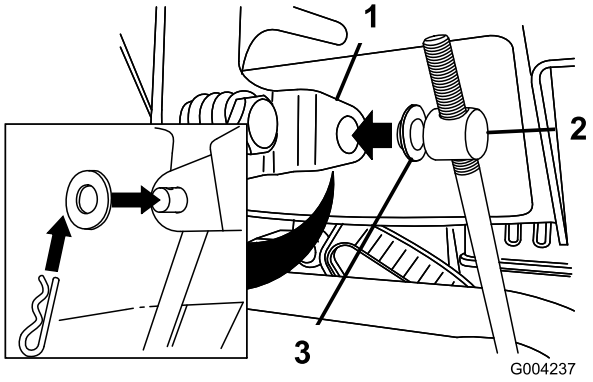

Figur 6
3. Fjern hårnålssplinten og den ytterste skiven fra vuggetappen på den øvre enden av hastighetskontrollstaget (Figur 6).
Merk: Du kan la den flate skiven bli på vuggetappen for å gjøre installeringen litt enklere (Figur 6).
6. Løft opp på hastighetskontrollstaget, og sett inn vuggetappen i hullet i hastighetsvelgerspaken (Figur 6).